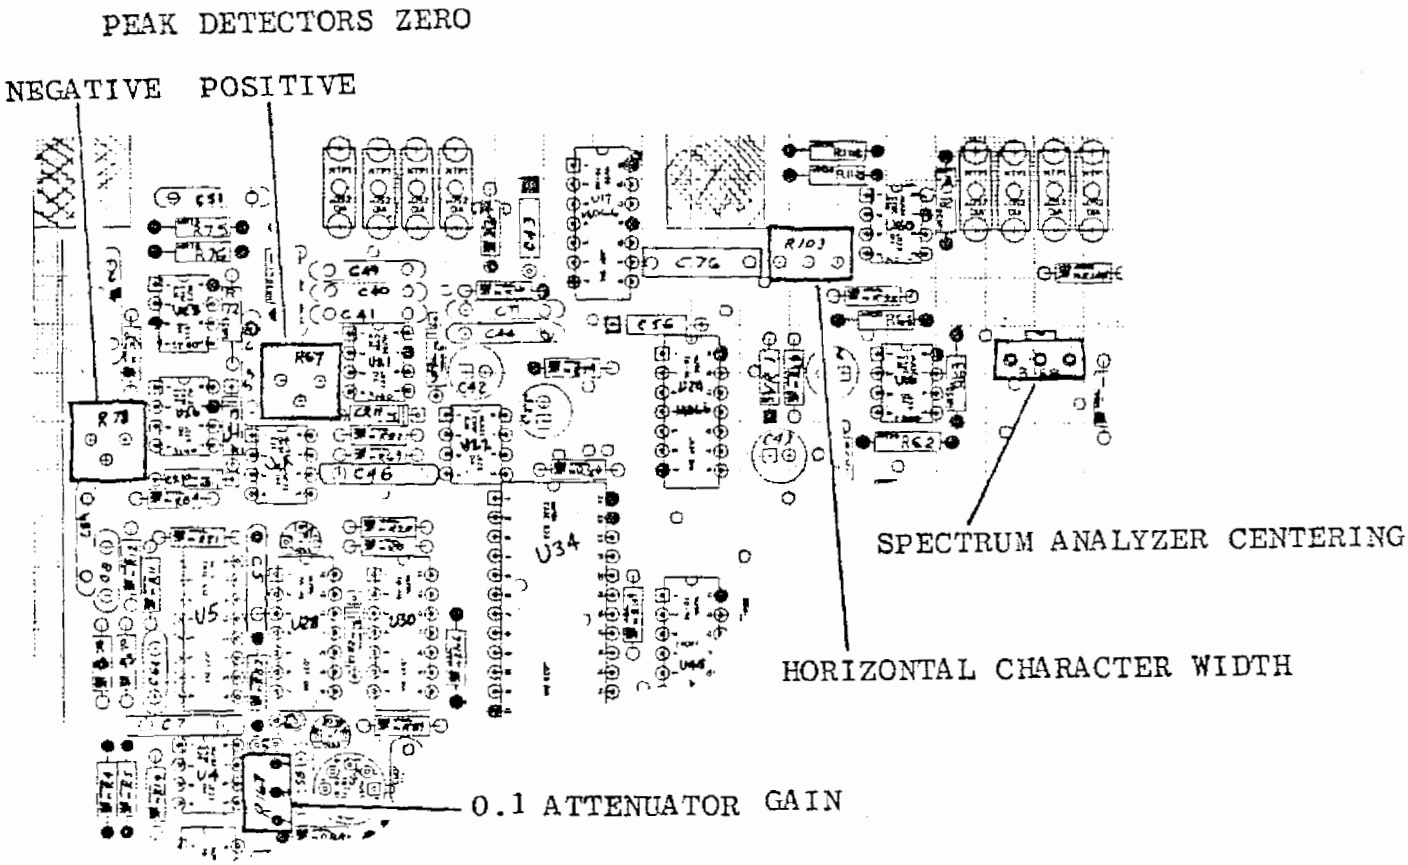

FIGURE 5.3 SCOPE/DVM CONTROL ALIGNMENT POINTS
5.11.3 Adjust the Spectrum Analyzer Centering Potentiometer on the Scope/DVM Control Board (See Figure 5.3) so that the spectral line on the CRT is centered about the center graticule line.